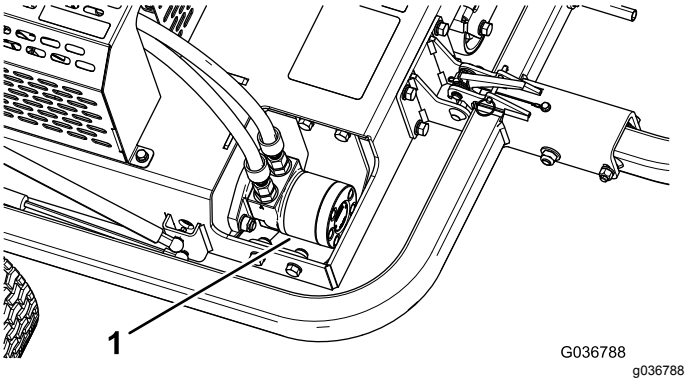

**Figuur 40**
3. Verwijder vuil en stof uit de omgeving van de hydraulische motor (Figuur 40).